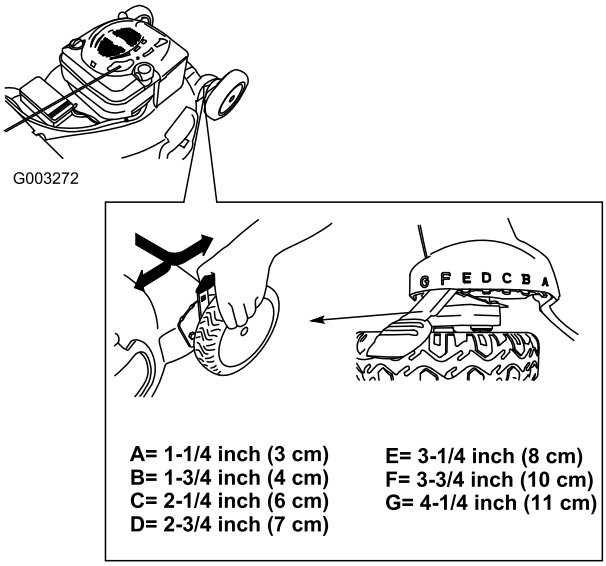

**Figuur 12**
**Opmerking:** Om de maaimachine hoger te zetten, moet u de 4 maaihoogtehendels naar voren bewegen; om de machine lager te zetten, moet u deze allemaal naar achteren bewegen (Figuur 12).